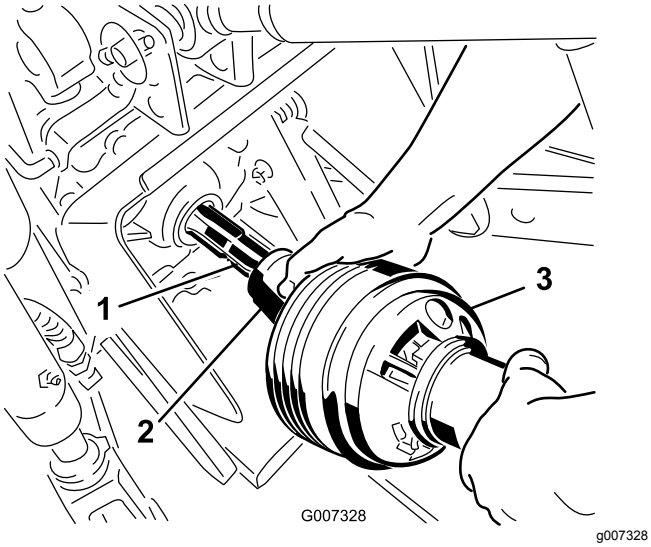

Figur 24
3. Koppla ihop kraftuttagsaxeln med traktorenhetens bakre kraftuttagsaxel (Figur 24).